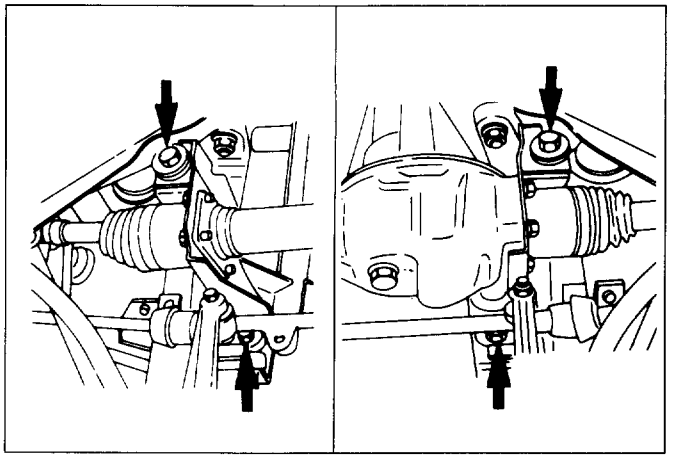

Fig. 4C-8
5. **Mounting bolt and nut (Fig. 4C-8)**